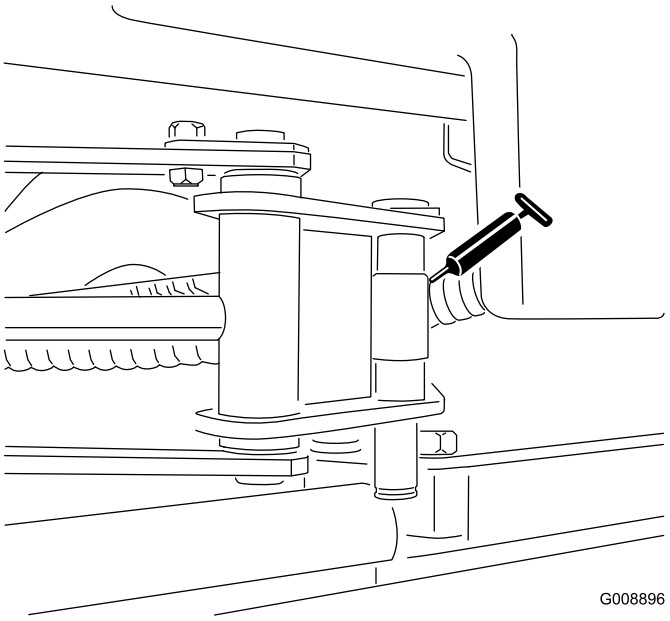

Figuur 33
- Uiteinden van cilinder van Sidewinder (2) (Figuur 33)